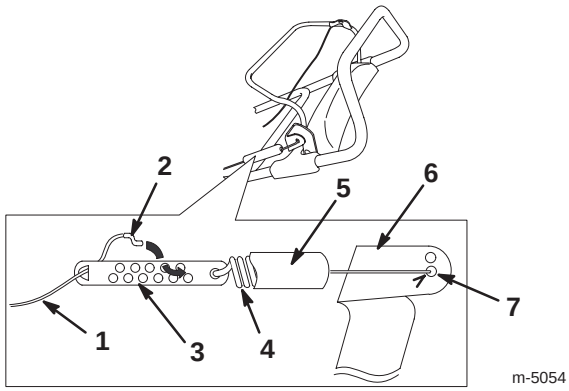

Figur 10
1. Hekt løs fjærenden fra hullet i midten av styrestang-braketten, som vist i figur 10.
5. Hekt løs fjæren på hullet i midten av styrestang-braketten, som vis i figur 10.
Obs: Etter omfattende bruk kan det hende at drivremmen blir slitt, eller at den ikke er stram nok. Hvis remmen ikke er stram nok, kan den gli, slik at ytelsen reduseres ved tunge belastninger. Dette kan inntreffe etter to eller tre sesonger med normal bruk (10 til 15 driftstimer). Hvis drivremmen glir (vedvarende hvining) ved tung belastning, strammer du den ved å plassere fjærenden i det andre hullet i styrestangbraketten, som vist i figur 10. Juster åpningen mellom styrestangbraketten og håndtaket slik at den er 3 til 6 mm.